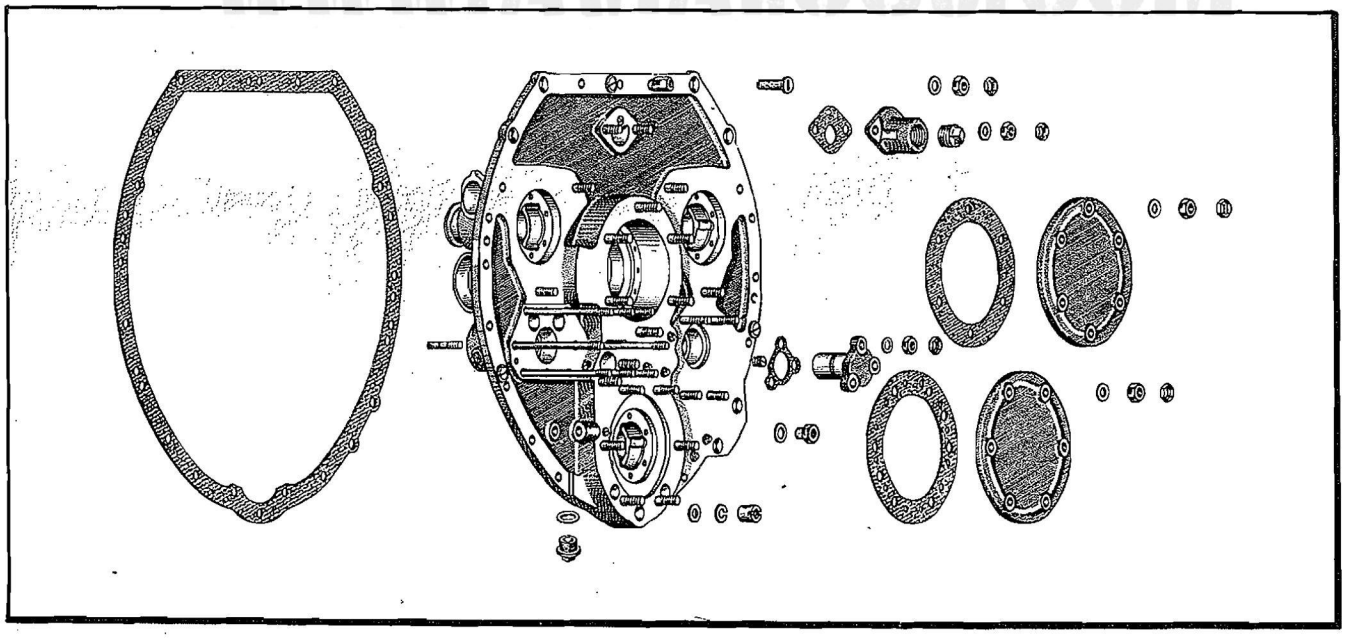

Figure 14—Supercharger Rear Housing Cover
f. The supercharger rear housing cover is machined from a magnesium alloy casting in the form of a heavily ribbed flat plate, and is secured to the supercharger rear housing by cap screws. Refer to Figure 14. The rear cover provides mounting pads for the two magnetos, generator, starter, oil pump, and dual accessory drive housing. Bushings in bosses on the front face of the cover form support for the accessory drive gears and the rear journal of the accessory drive and starter shaft. The cover is provided with the necessary pressure oil passages to lubricate all the accessory drives. Provision is made for an oil tank vent connection at the upper center of the cover.